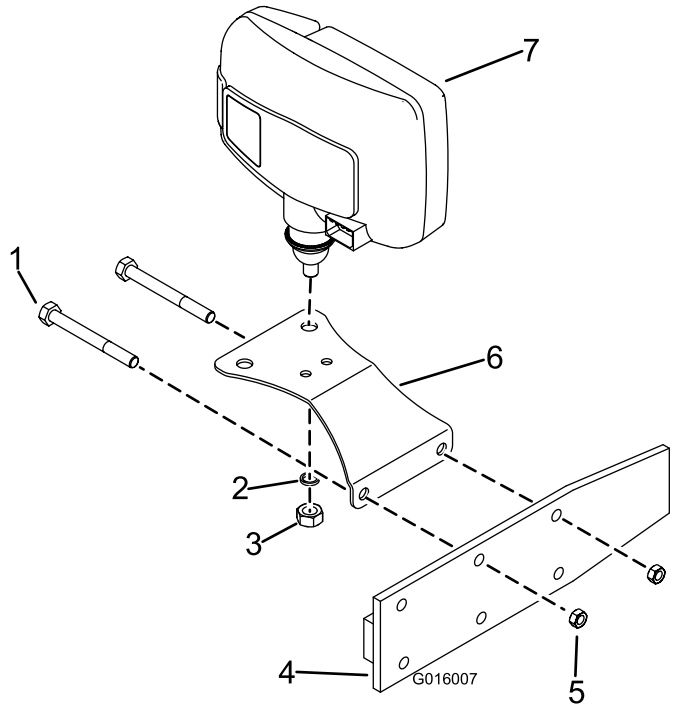

**Figura 5**
2. Montaje un soporte de las luces delanteras en el larguero izquierdo usando los pernos y las tuercas retirados (Figura 5).
3. Sujete el faro izquierdo al soporte de las luces delanteras usando la arandela de muelle y la tuerca suministradas con el faro (Figura 5).